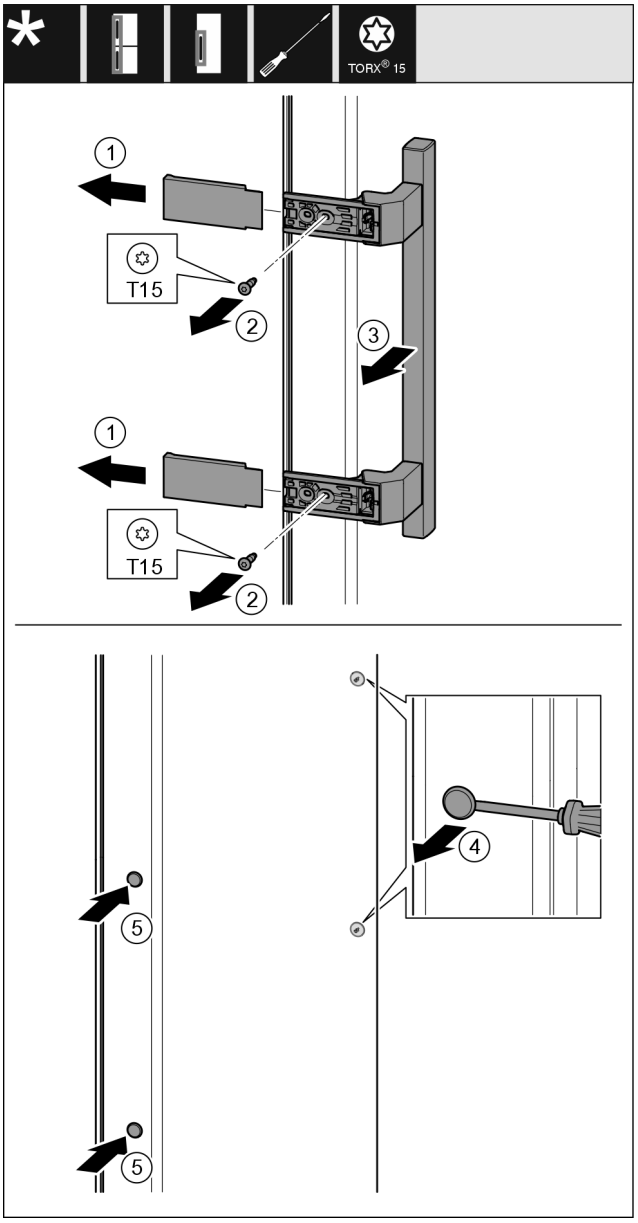

Fig. 21
- ▶ Snemite pokrov *Fig. 21 (1)*.
- ▶ Izvijte vijake *Fig. 21 (2)* z izvijačem.
- ▶ Snemite ročaj *Fig. 21 (3)*.
- ▶ Previdno dvignite stranski čep *Fig. 21 (4)* s ploščatim izvijačem in ga izvlecite.
- ▶ Vstavite čep *Fig. 21 (5)* nazaj na drugi strani.